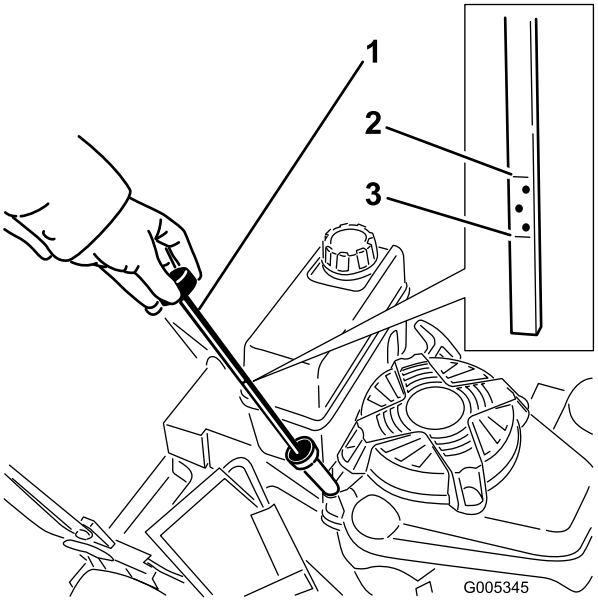

Рисунок 12
Перед каждым использованием машины убедитесь в том, что уровень масла находится между отметками Add (Добавить) и Full (Полный) на щупе (Рисунок 12).
2. Очистите область вокруг отверстия для измерительного щупа (Рисунок 12).
6. Определите уровень масла по отметкам на щупе (Рисунок 12).